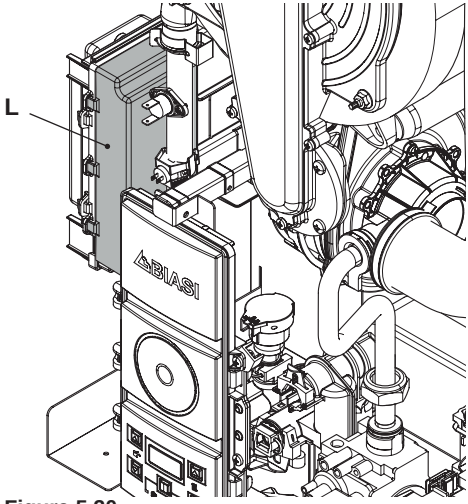

Figura 5.20
- Individuare il coperchio copri morsettiera **L** (Figura 5.20) ed aprirlo.